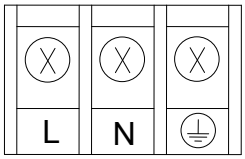

Rys. 4.1.3 Blok zacisków zasilania.
(1) Umieść swoje palce z prawej i lewej strony zaczepów pokrywy zacisków. Wciśnij równocześnie zaczepy do środka i pociągnij pokrywę zacisków do siebie.
(2) Podłącz przewody elektryczne, zgodnie z rys. 4.1.3.. Podłącz przewód ochronny uziemienia do zacisku ⏚, przewód fazowy do zacisku oznaczonego "L" a przewód neutralny do zacisku oznaczonego "N".
(3) Załóż z powrotem przeźroczystą pokrywę ochronną zacisków.
(4) Upewnij się, że uziemienie zostało prawidłowo podłączone.